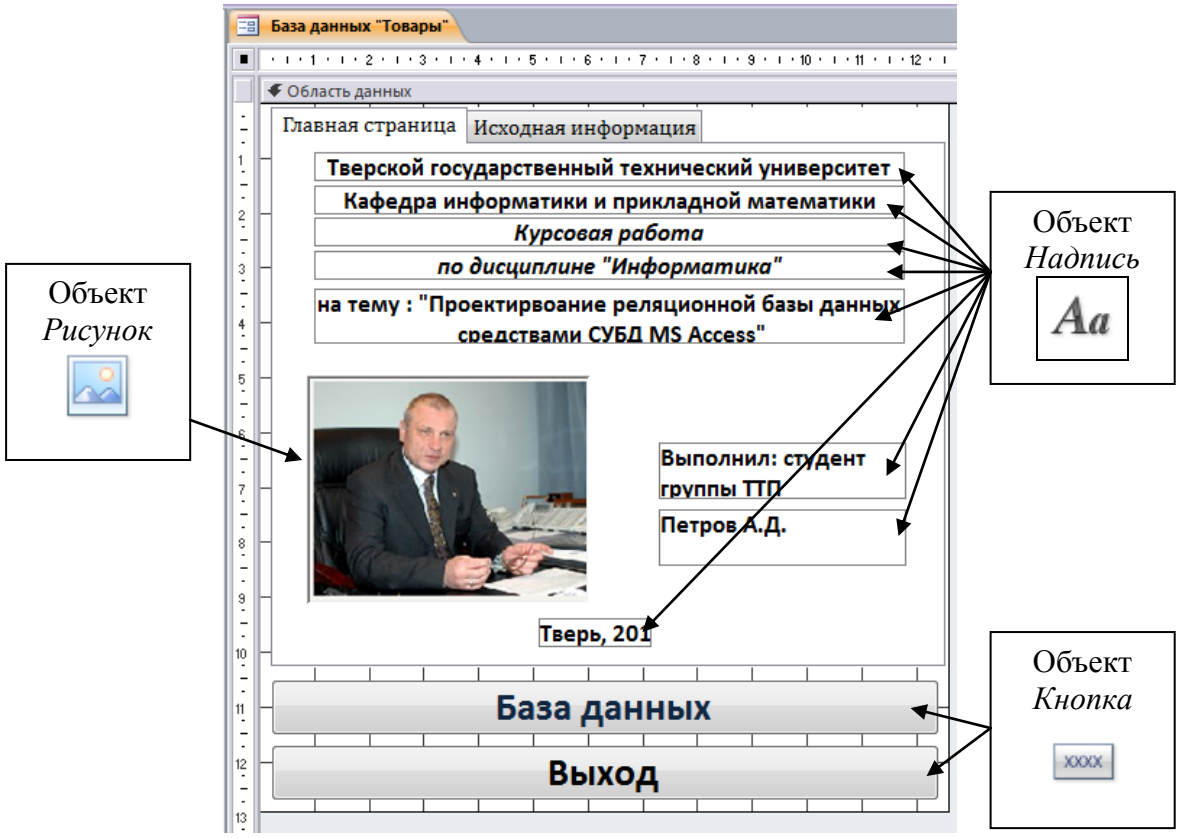

Рис. 7.20. Оформление формы *База данных «Товары»*
3.7. Оформляется *«Главная страница»* формы *База данных «Товары»* (рис. 7.20).